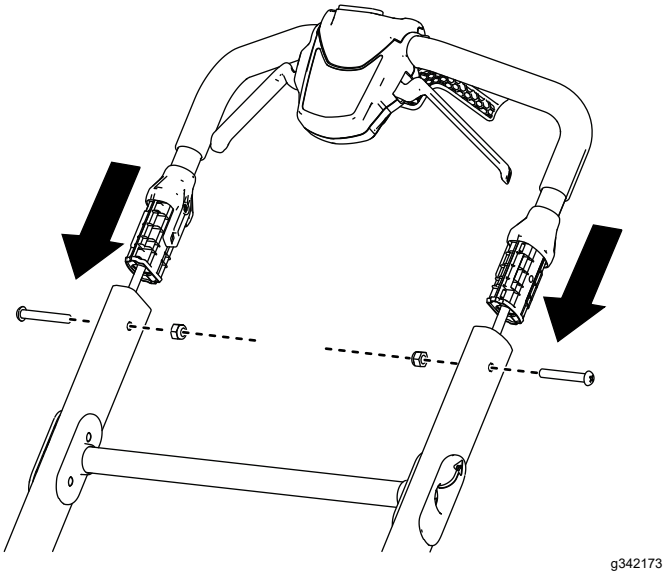

Figur 4
1. Montera den övre handtagsenheten på det nedre handtaget och fäst den med två skruvar och två låsmuttrar enligt Figur 4.